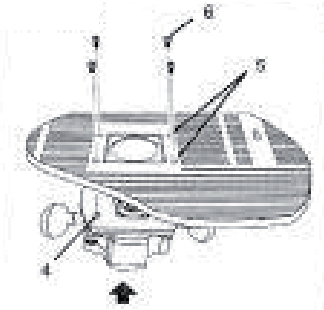

Рис.10
- Расположите фрезер под столом, так чтобы 4 отверстия для болтов на фрезере (4) совпадали с отверстиями на столе (5). Следите за тем, чтобы фрезер располагался к столу передней стороной (рис. 10)